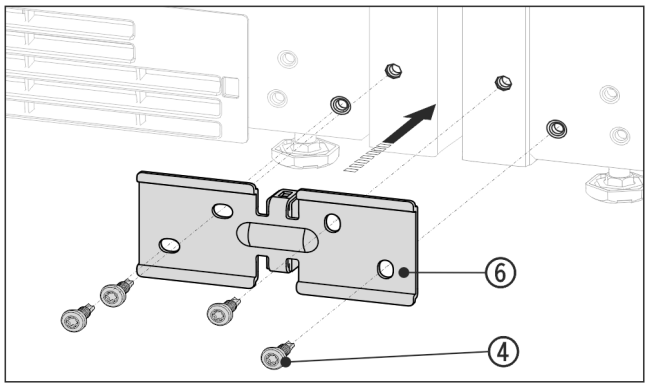

Fig. 15 Example illustration
- ▶ Slide the bracket *Fig. 15 (6)* on with the spacer between the appliances and screw in loosely with the 4 screws *Fig. 15 (4)*.